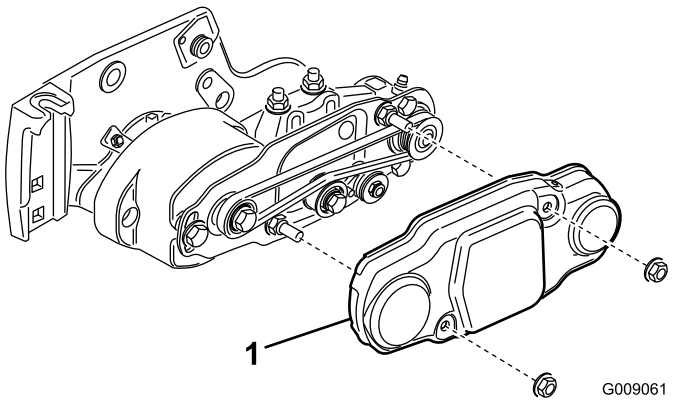

Figur 15
3. Fjern de to festeskruene på valsebørsteskyddet, og ta av skyddet (Figur 15).